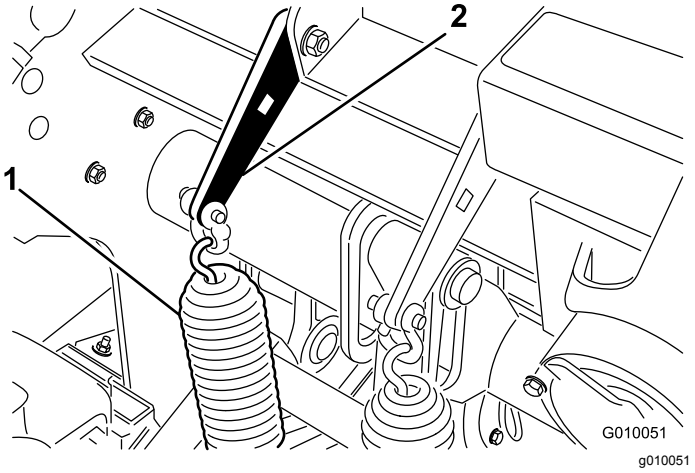

Figur 29
2. Løsne mutterne på låseskruene som fester fjærbrakettene til luftehodet (Figur 29). Må ikke fjernes.